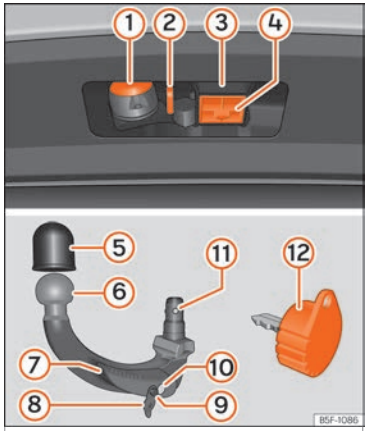

Fig. 251 Suporte do dispositivo de engate para reboque/esfera desmontável/chave
Legenda da ››› Fig. 251
- Retire o tampão de alojamento do gancho ④ ››› **Fig. 251** para baixo.